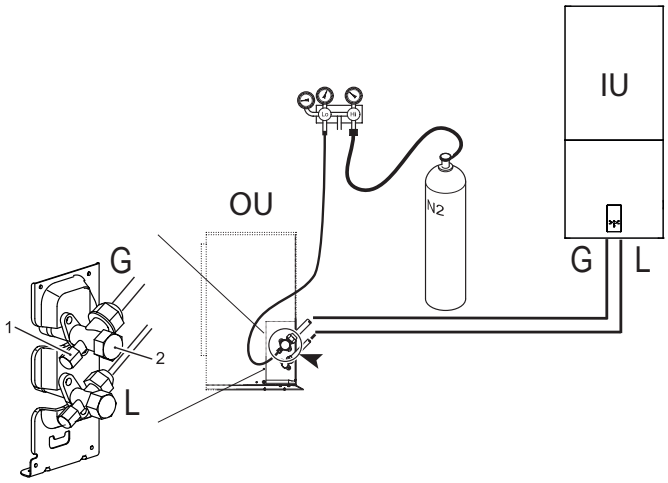

Abb. 14 - Luftdichtheitsprüfung und Leckdetektion
- Entfernen Sie bei vollständig geschlossenen Hähnen der Außeneinheit die Kappe des Versorgungshahns (Det. 1 - Abb. 14) und das Anschlussstück (Det. 2 - Abb. 14) des Gasventils (das größere)